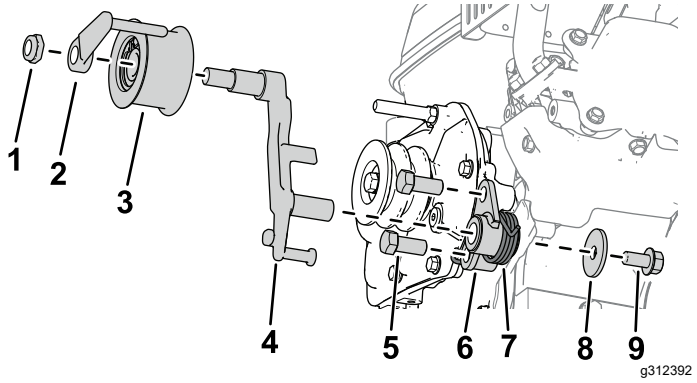

Figure 3
5. Fixez le support d'embrayage sur le boîtier d'engrenages à l'aide de 2 boulons (7/16" x 1"), comme montré à la Figure 3.
6. Montez le levier d'embrayage sur le support d'embrayage (Figure 3).
7. Fixez le ressort de torsion sur le support d'embrayage à l'aide d'une rondelle (3/8" x 1⅜") et d'un boulon (3/8" x 3/4"), comme montré à la Figure 3.
8. Montez la poulie de tension sur le levier d'embrayage avec un guide-courroie et un écrou hexagonal (Figure 3).